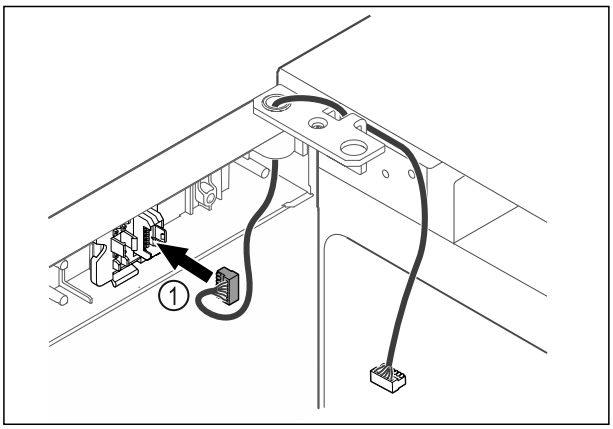

Fig. 40
▶ Introduceți fișa *Fig. 40 (1)* în suportul fișei.